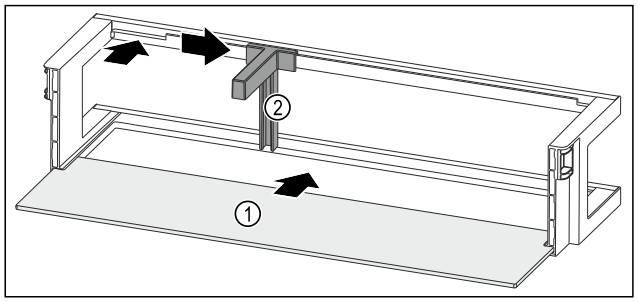

Fig. 59 Dørhylle med oppstillingsplass
- ▶ Skyv oppstillingsplassen *Fig. 59 (1)* inn i fordypningene på sidene.
- ▶ Sett inn flaskeholderen *Fig. 59 (2)* i fordypningen.
- ▶ Skyv flaskeholderen *Fig. 59 (2)* i ønsket posisjon til side.